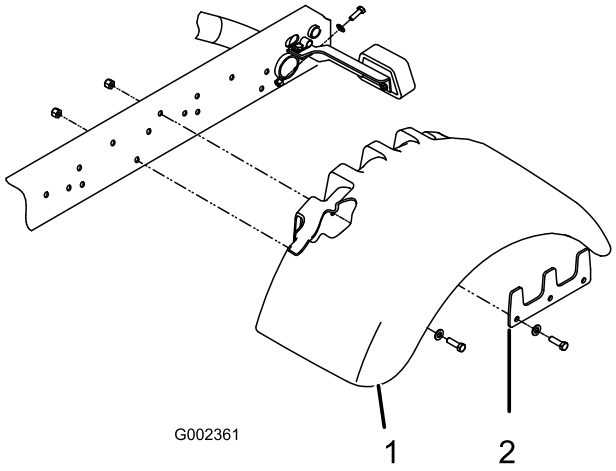

Figuur 4
4. Zet een spatscherm losjes vast aan beide zijden van het frame met een steunplaat, (5) 3/81 x -1-1/4 inch bouten en een borgmoer zoals wordt aangegeven op Figuur 4.